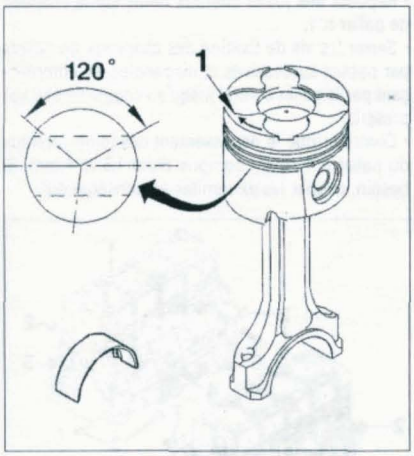

FIGURE 1-34
• Monter les segments huilés sur les pistons en commençant par le segment racleur puis celui d'étanchéité et enfin le segment coup de feu en plaçant les marquages «TOP» vers la tête du piston. Tiercer les segments à 120°, en les décalant par rapport à l'axe de piston et à la coupe du segment racleur **(figure 1-34)**.